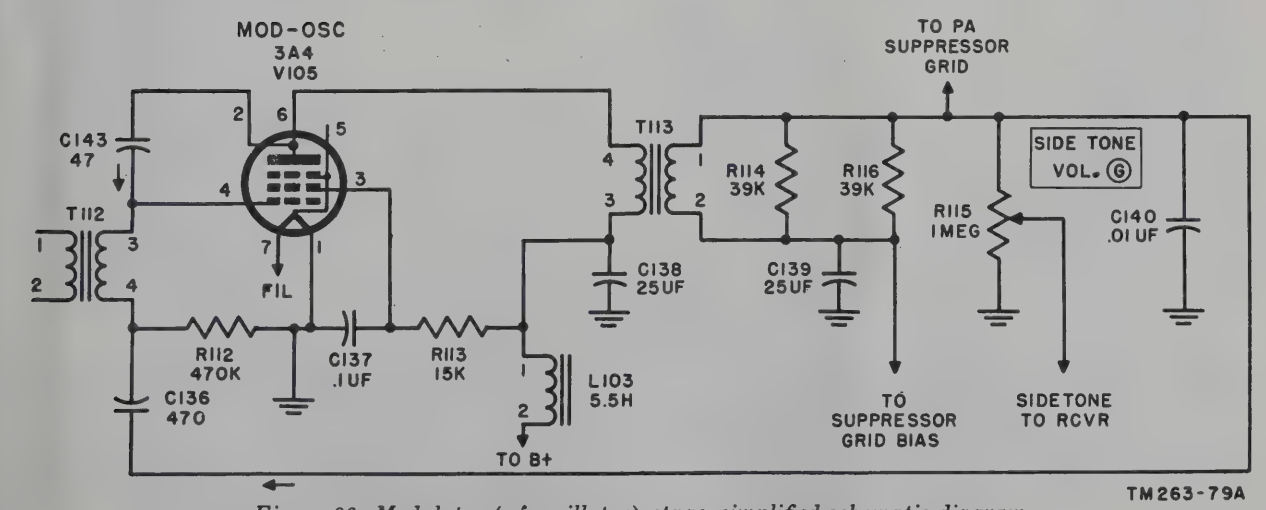

Figure 86. Modulator (af oscillator) stage, simplified schematic diagram.
d. Mcw Operation (fig. 86). During mcw operation, the bias which the modulator tube received from the power amplifier grid circuit is no longer present because the connection is broken by means of a switch (par. 114*b*). Therefore, the modulator tube becomes an audio oscillator because of the positive feedback through capacitors C136 and C143. The tube then develops its own bias across R112 in conjunction with C136 of just the right value to sustain oscillations. Resistor R116 is placed in the circuit across R114 to lower the output of the stage to equalize the af signal potential for either am or mcw operation. Capacitor C140 prevents af harmonics from modulating the pa stage by bypassing them to ground. Choke L103, capacitors C137 and C138, and resistors R113 and R115 perform the same functions as when used in voice operation. No change is made in the connection to the suppressor grid of V103 and, therefore, the transmitter signal is modulated by the audio oscillations of the modulator tube.
e. Cw Operation (fig. 86). Modulator tube V105 still operates as an af oscillator during cw operation to furnish sidetone for the receiver. However, during cw operation of the modulator tube, no signal is fed to the pa stage. The switching circuit for cw operation of V105 is described in paragraph 114*c*.